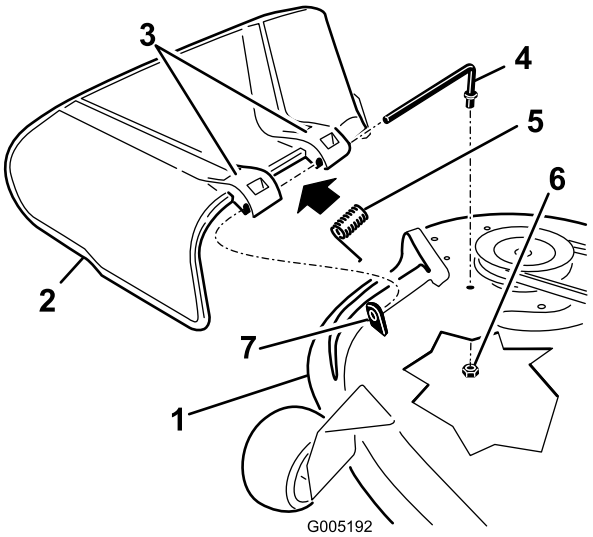

Figuur 67
1. Verwijder de moer (3/8 inch) van de stang onder het maaidek (Figuur 67).
2. Schuif de stang uit de korte afstandshouder, de veer en de grasgeleider (Figuur 67).
4. Monteer de grasgeleider (Figuur 67).
7. Schuif de stang door de tweede grasgeleider beugel (Figuur 67).
9. Bevestig de achterzijde van de stang aan de maaier met een moer (3/8 inch), zoals geïllustreerd in Figuur 67.